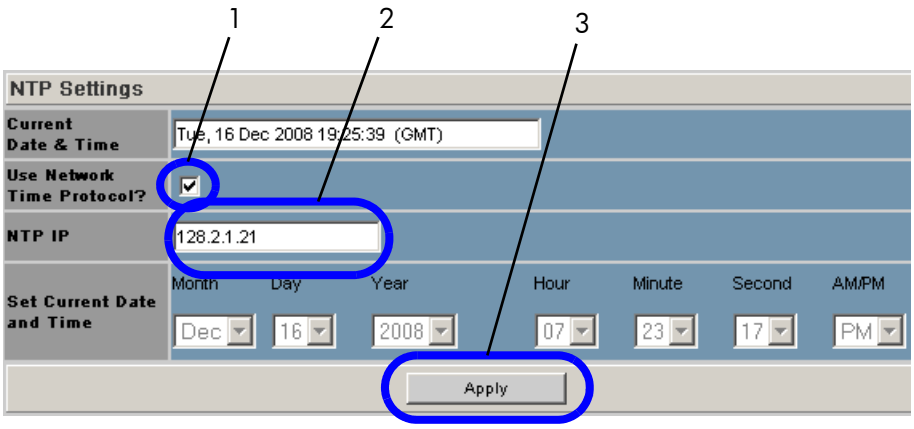

Figure 37 Time Service - NTP Setup
1. Click the **Use Network Time Protocol?** checkbox (callout 1, Figure 37).
2. Enter the IP address for the NTP server (callout 2, Figure 37).
3. To save, click **Apply** (callout 3, Figure 37).